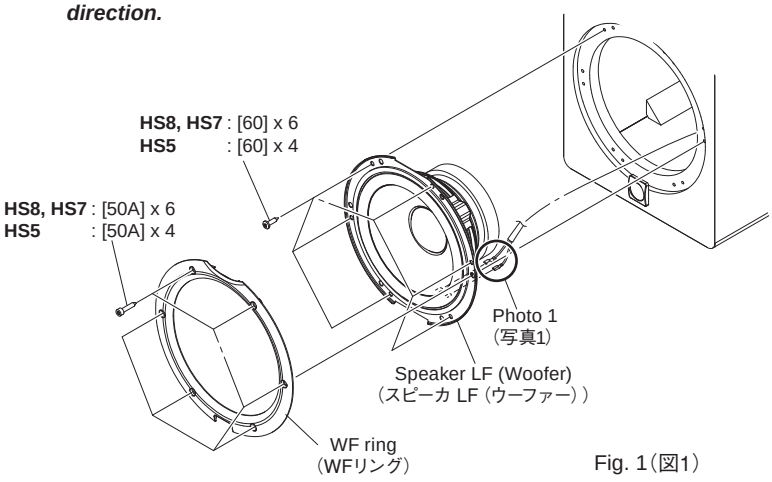

Fig. 1（図1）
Remove the six (6) hexagonal socket screws marked [50A]. The WF ring can then be removed. (Fig. 1)
Remove the four (4) hexagonal socket screws marked [50A]. The WF ring can then be removed. (Fig. 1)
Remove the six (6) screws marked [60]. The speaker LF (woofer) can then be removed. (Fig. 1)
Remove the four (4) screws marked [60]. The speaker LF (woofer) can then be removed.(Fig. 1)
［50A］の 6 角穴付ネジ 6 本を外し、WF リングを外します。（図 1）
［50A］の 6 角穴付ネジ 4 本を外し、WF リングを外します。（図 1）
［60］のネジ 6 本を外し、スピーカ LF（ウーファー）を外します。（図 1）
［60］のネジ 4 本を外し、スピーカ LF（ウーファー）を外します。（図 1）
※ **スピーカ LF（ウーファー）を取り付けるときは、端子の位置を " ⌴ " 印の方向に合わせてください。（図 1）**